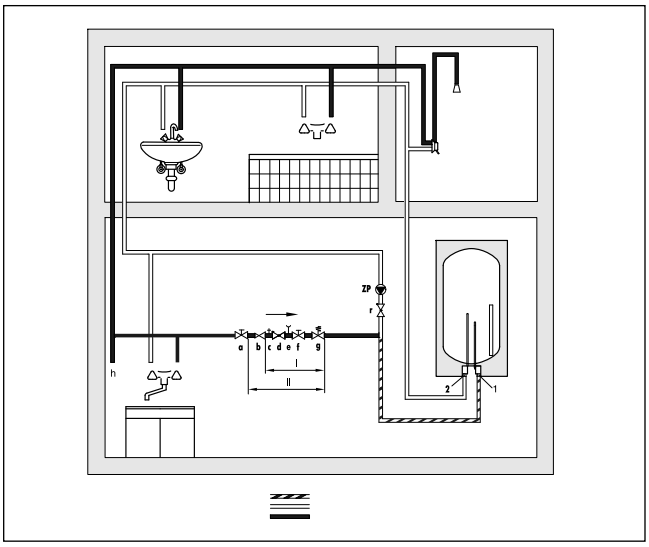

Рис. 9 Пример подключения VEH...*classic* с трубопроводом обратной циркуляции
Как показано на рис. 9, труба горячей воды (1) так соединяется с водоразборными точками, что последняя оказывается не далеко от водонагревателя. После нее устанавливается циркуляционный насос (ZP). После насоса устанавливается обратный клапан (r). Он в свою очередь подключается через тройник на вход холодной воды (2) в водонагреватель.